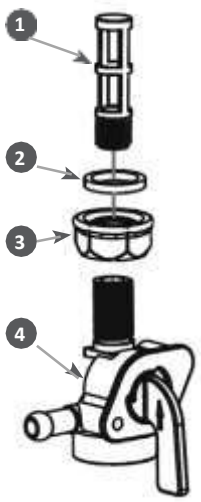

Рис.16 - Устройство топливного крана
2. Открутите контргайку 3 на 1-2 оборота (Рис. 16).
4. Выкрутите из корпуса 4 топливного крана сетчатый фильтр 1 (Рис. 16).